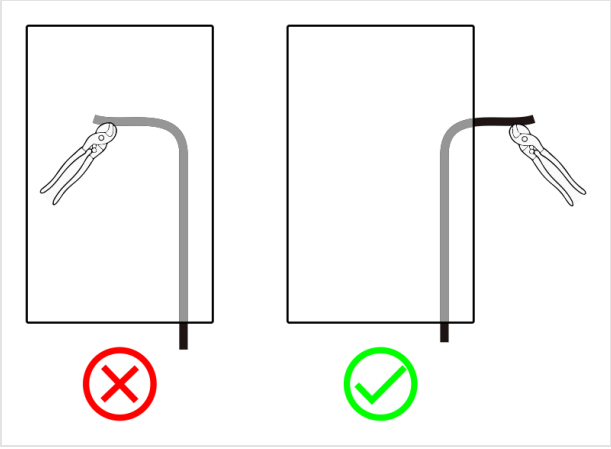

FIGURE 4-48 Strip outside the cabinet (right), not over it (left)
5. Crimp lugs on the cables. Strip the cables **outside** the cabinet, so that no insulation or strands fall inside (Figure 4-48).